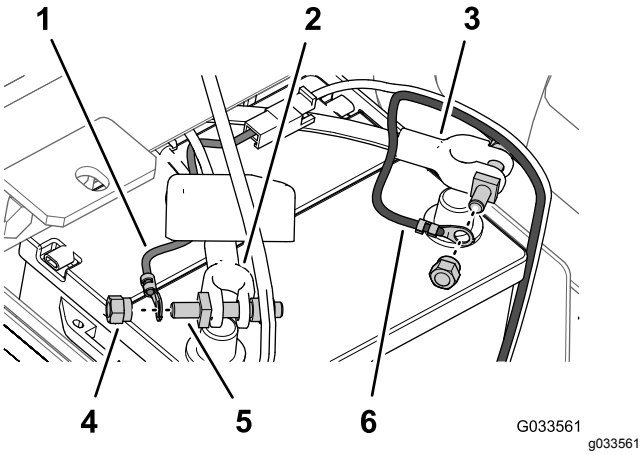

Figuur 31
6. Bevestig het ringcontact van de zekeringdraad (kabelboom van spuitmachine) aan de bout van de accupool die u met een klemmoer op de pluskabel hebt bevestigd (Figuur 31).
7. Bevestig de ringaansluiting van de min-kabel (zwart – kabelboom van spuitmachine) aan de bout van de accupool die u met een klemmoer op de min-kabel hebt bevestigd (Figuur 31).